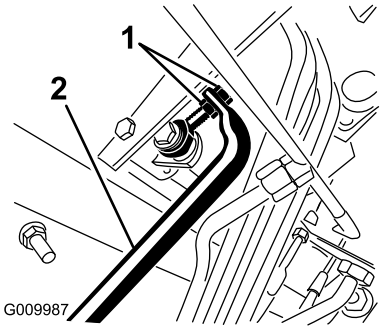

Figuur 71
5. Draai aan de contramoeren op het uiteinde van de pompstang en beweeg de bedieningshendel van de pomp naar voren als de machine voorwaarts kruipt, of naar achteren als de machine achterwaarts kruipt, totdat de machine niet meer kruipt (Figuur 71).